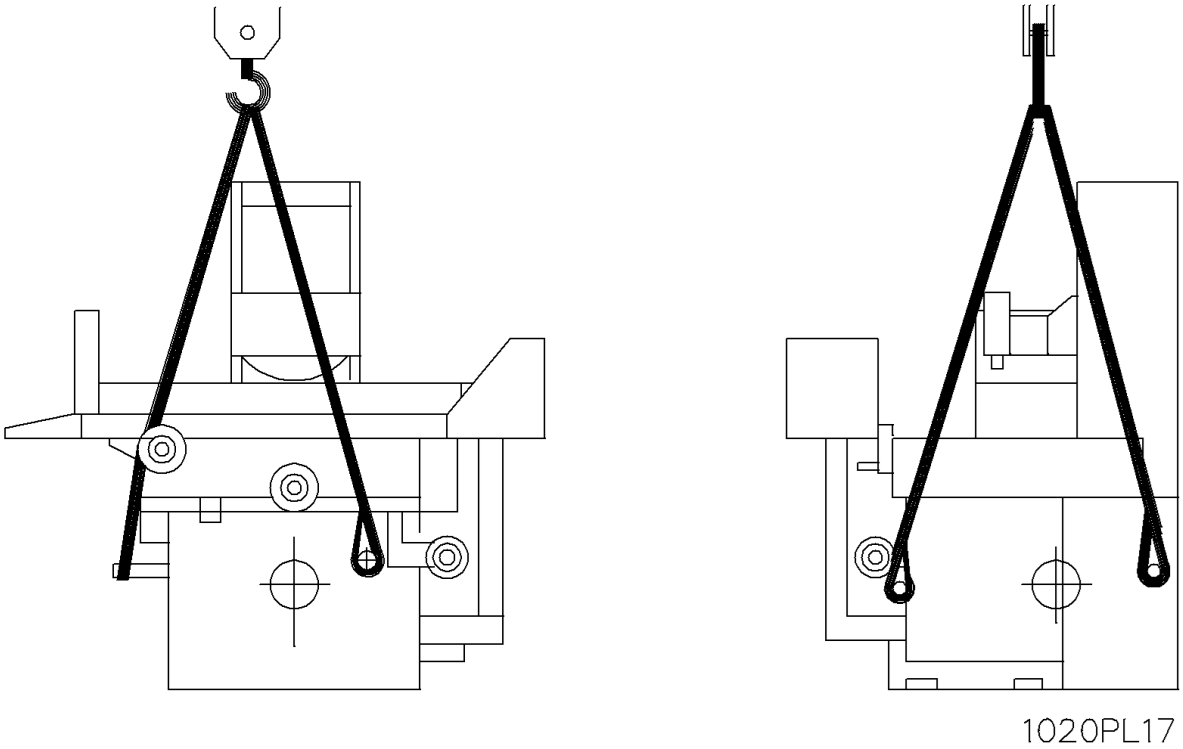

Рис. 4.1.2
(2) Грузоподъемность крана должна превышать общий вес станка.
(3) Подготовьте подходящие стропы.
(4) Перепроверьте стропы перед началом работ по подъему.
(5) Снова проверьте положение строп, см. Рис.4.1.2, чтобы они не повредили покрытие станка.
(6) Перепроверьте еще раз все крепления и фиксаторы, см. Рис .4.3.
(7) Проверьте подъемный крюк.
(8) При перемещении грузчики должны держаться в отдалении от станка, не допускать появления людей под поднимаемым грузом или в опасной близости от него.
(9) Грузчики должны иметь соответствующую квалификацию и допуск к проведению работ.